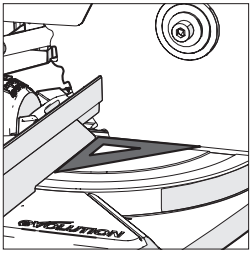

Abb. 14
- Legen Sie ein Zeichendreieck auf den Tisch. Dabei muss die eine kurze Seite am Anschlag und die andere kurze Seite am Sägeblatt anliegen (vermeiden Sie dabei den Kontakt mit den Hartmetallspitzen der Sägeblattzähne). **(Abb. 14)**